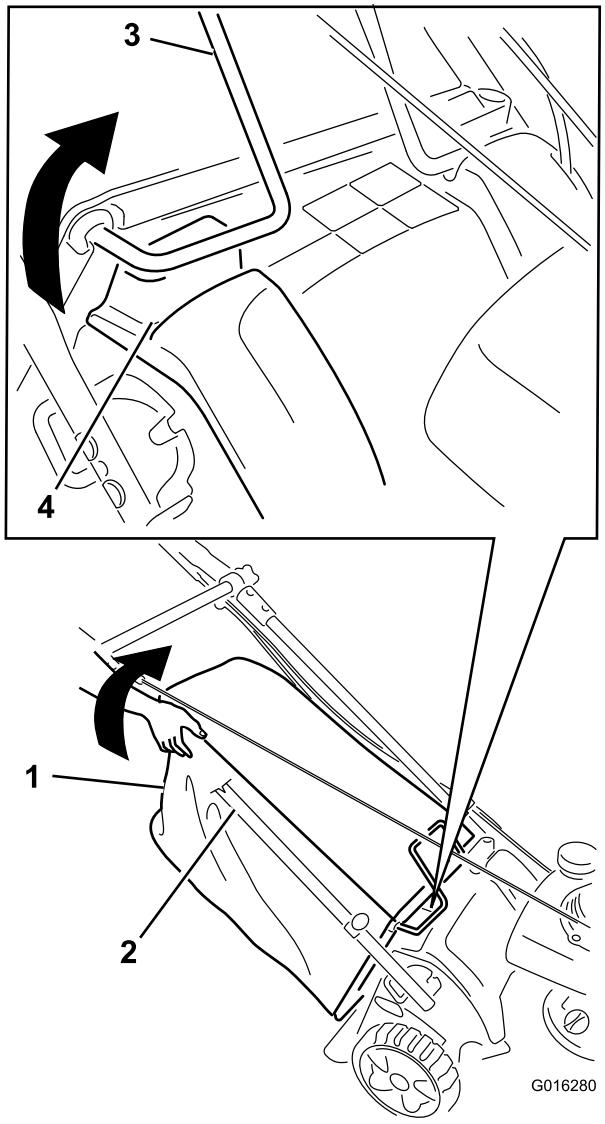

Figur 50
5. Løft opp bakre høyre hjørne av gressposen mens motoren er i gang, helt til ledningen på rammen på gressposens øvre fremre hjørne har blitt fjernet fullstendig fra høyre slisse (Figur 50). **Motoren skal nå stoppe.**